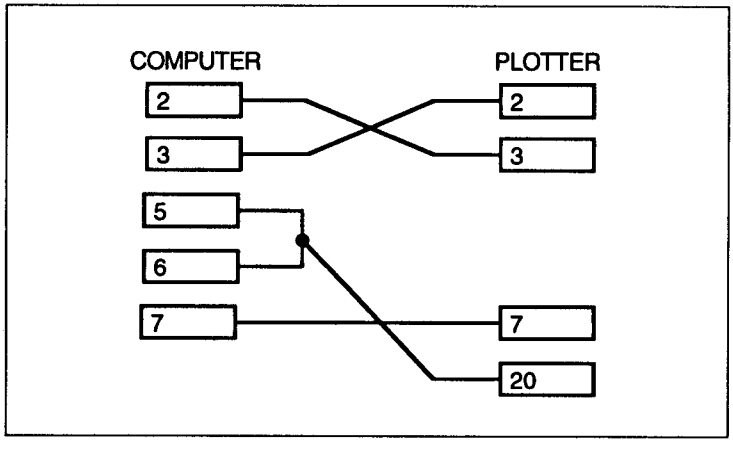
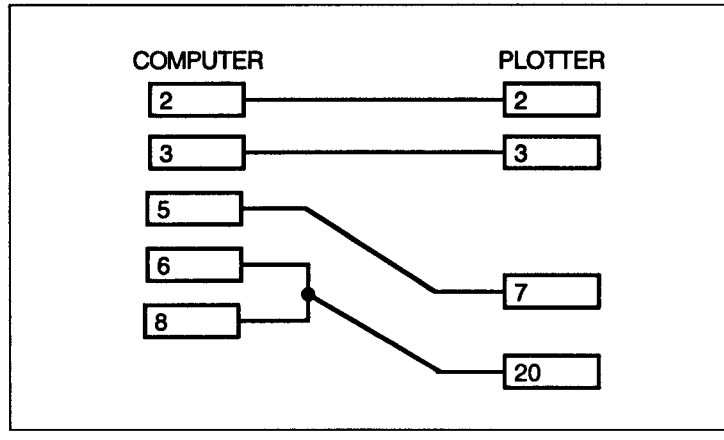
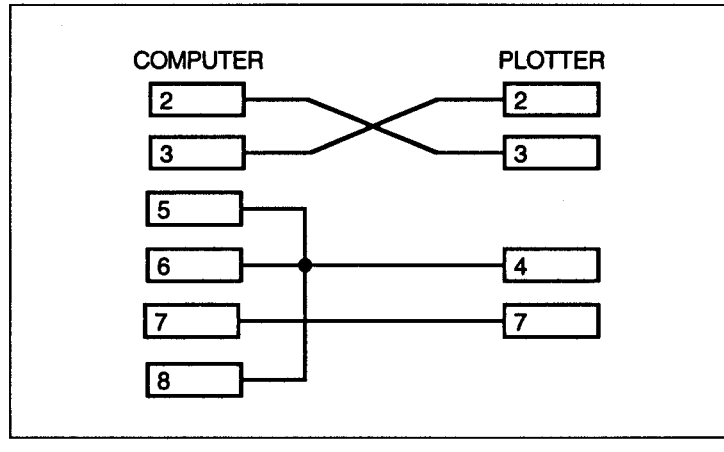

Figure E-1. 25-pin cable wiring diagram.
Figure E-2. 9-pin cable wiring diagram.
Figure E-3. 25-pin cable to IOline plotter.
Figure E-1 is a wiring diagram showing the connections necessary to connect a 25-pin connector to a plotter. Figure E-2 is a wiring diagram showing the connections necessary to connect a 9-pin connector to a plotter. Figure E-3 is a wiring diagram showing the connections necessary for a 25-pin connector to an IOline plotter.
1. Wire the cable as shown in figures E-1, E-2, and E-3. If your plotter works with another software package, and does not work with OrCAD, the first item to check is the wiring of your cable. Chances are the other CAD packages only require the TXD and RXD signal lines. OrCAD requires additional connections.